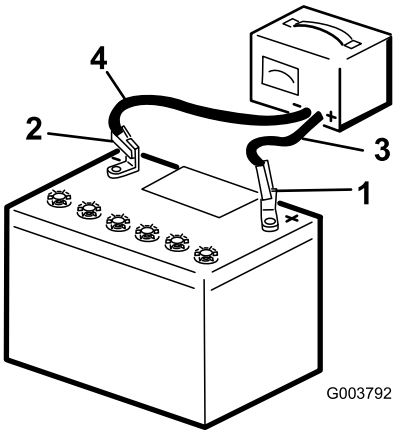

Figure 78
3. Branchez le câble négatif du chargeur de batterie à la borne négative de la batterie (Figure 78).
5. Quand la batterie est chargée au maximum, débranchez le chargeur de la source électrique, puis débranchez les fils du chargeur des bornes de la batterie (Figure 78).